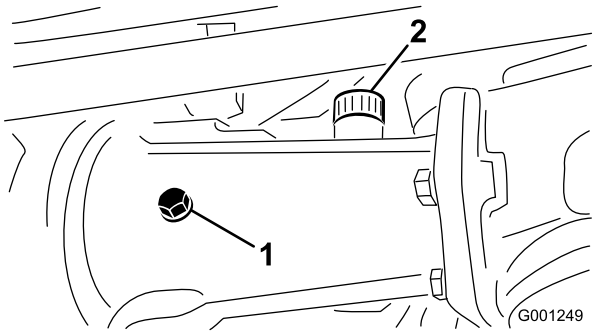
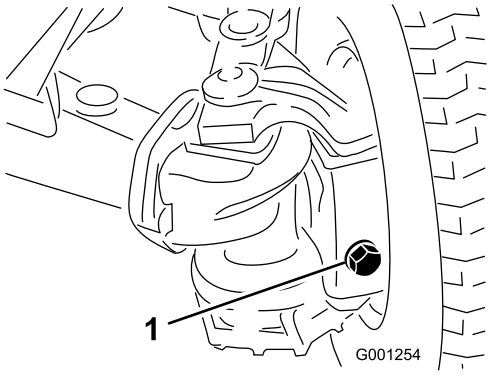

Figur 26
Figur 27
2. Fjern kontrollpluggene fra akselen, og pass på at det er olje opp til bunnen av hvert hull. Hvis nivået er lavt, fjerner du fyllepluggene og fyller olje til nivået når opp til bunnen av kontrollplugghullene (Figur 26 og Figur 27).